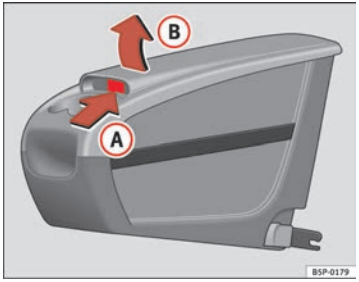

Fig. 114 Mobile stowage compartment Opening
– Lift the cover (B), in area (A) ⇒ page 146, fig. 114.